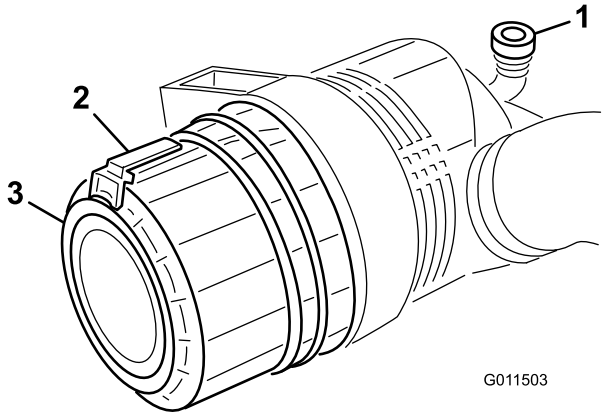

Figura 50
Revise los filtros del limpiador de aire cuando el indicador del limpiador de aire se vea rojo (Figura 50) o cada 400 horas (más frecuentemente en condiciones extremas de polvo o suciedad). No limpie con demasiada frecuencia el filtro de aire.
1. Tire hacia fuera del enganche y gire la tapa del limpiador de aire en el sentido contrario a las agujas del reloj. Retire la tapa de la carcasa (Figura 50). Limpie el interior de la tapa del limpiador de aire.
6. Reinicie el indicador (Figura 50) si se ve rojo.